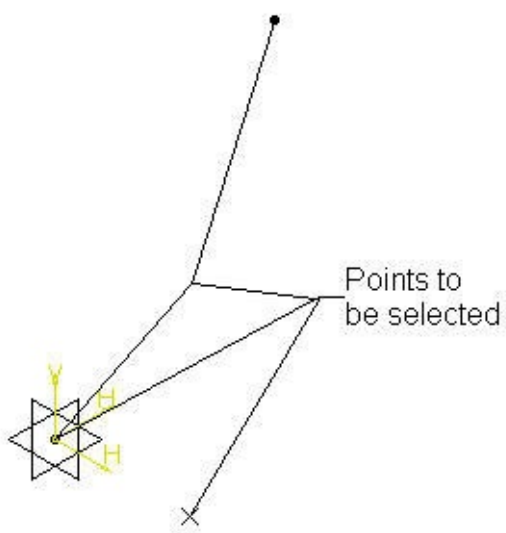

Figure 6-90 *Points to be selected to create a plane*
4. Create a plane by selecting the point at origin, the point at vertex, and the newly placed point, as shown in Figure 6-90.